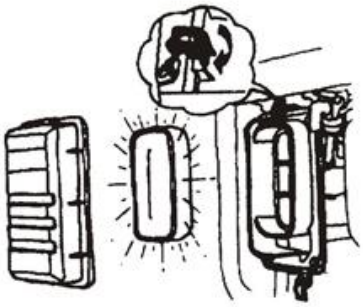

Рис. 19
3.3.4 Поставте фільтрувальний елемент на вихідну позицію, встановіть кришку та закріпіть її добре (Рис. 19)